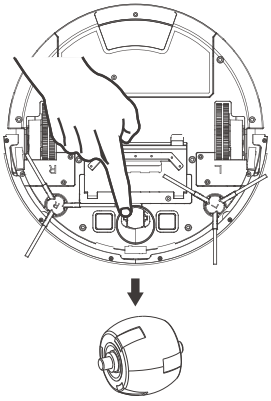

Figure 2
- Enlevez la roue de tête avec un tournevis, nettoyez les poils dans la cavité de la roue et l'essieur deux fois par semaine (Voir figure 2).